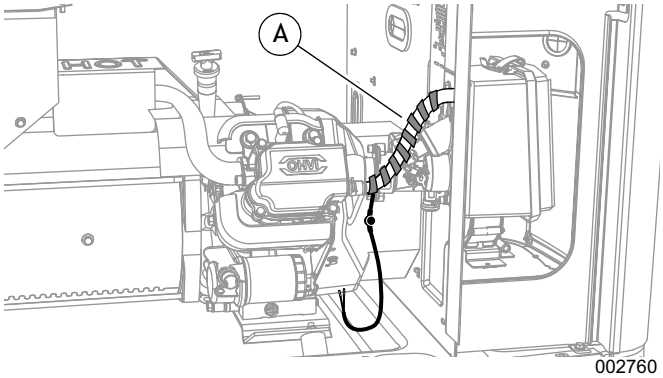

Рисунок 3. Обёртывание шланга сапуна (серия 400)
1. См. ***Рисунок 3***. Равномерно оберните нагревательную оболочку сапуна (A) вокруг шланга сапуна, как показано на рисунке, при этом выводные провода должны быть внизу. Для фиксации нагревателя оберните нагреватель сапуна и шланг силиконовой лентой (входит в комплект поставки).